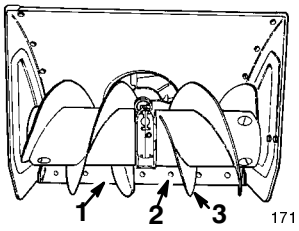

Figure 8
2. Move the snowthrower onto a flat surface and check if the scraper (Fig. 8) is parallel to the ground. If it is not, adjust the scraper; refer to *Adjusting the Scraper and Skids* on page 20.